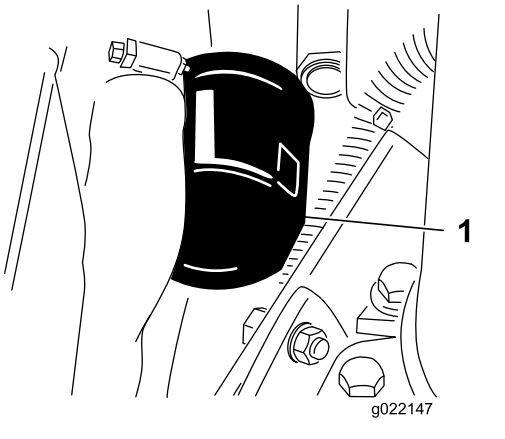

Figur 57
3. Ta av oljefilteret (Figur 57).